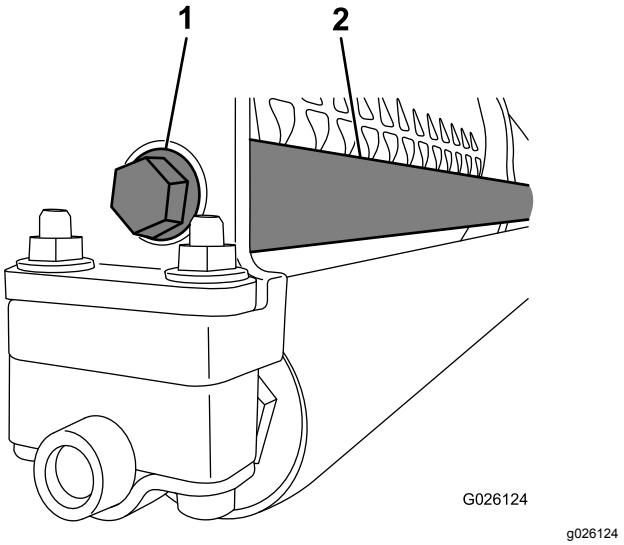

Rysunek 6
4. Zamocuj gwintowaną stronę obciążnika prętowego do ramy za pomocą śruby z łbem wieńcowym (Rysunek 6).